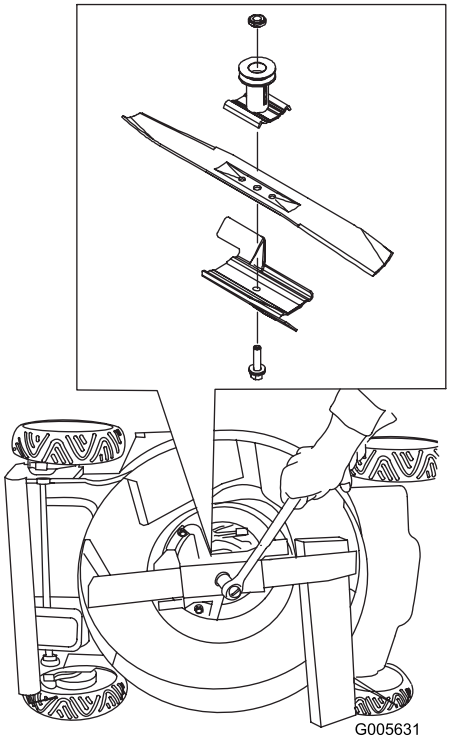

Figuur 35
3. Gebruik een blok hout om het mes stil te houden (Figuur 35).
5. Monteer het nieuwe mes en alle bevestigingselementen (Figuur 35).